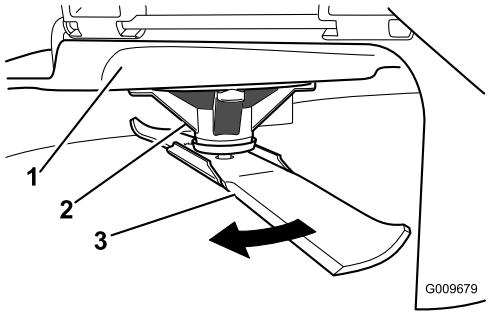

**Figur 49**
2. Ta på tykke, vatterte hansker eller annet hensiktsmessig håndvern og roter kniven som skal måles sakte til en stilling som gjør det mulig å man kan måle avstanden mellom kniveggen og den plane overflaten maskinen er på (Figur 49).